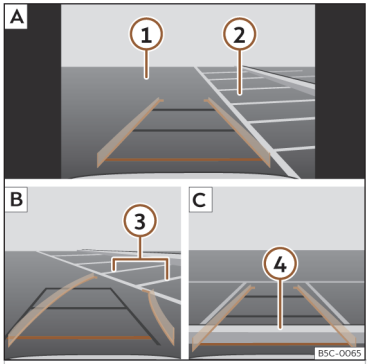

Fig. 155 Visualización en la pantalla del sistema de infotainment: aparcar con el asistente de marcha atrás.
Leyenda de la >>> **fig. 155**:
- Sitúe el vehículo delante del hueco de aparcamiento >>> **fig. 155** 2 A.